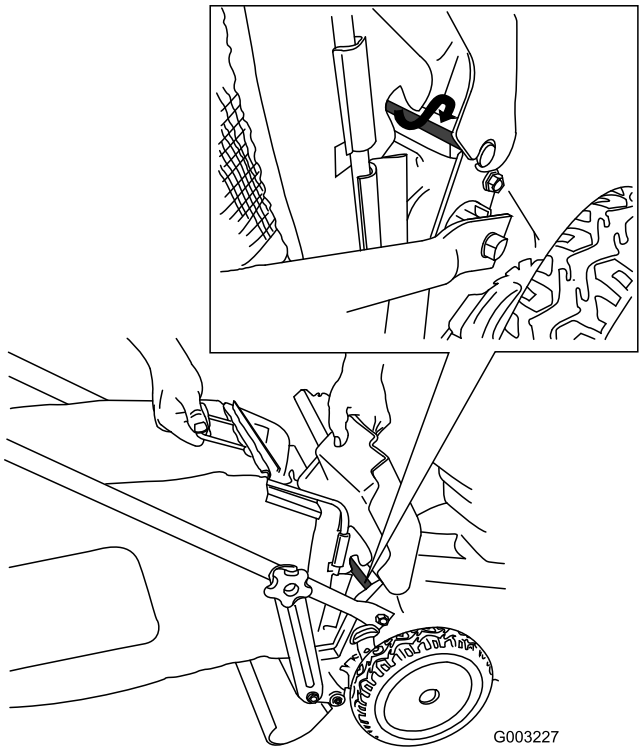

Figure 24
4. Install the bag onto the door rod (Figure 24).